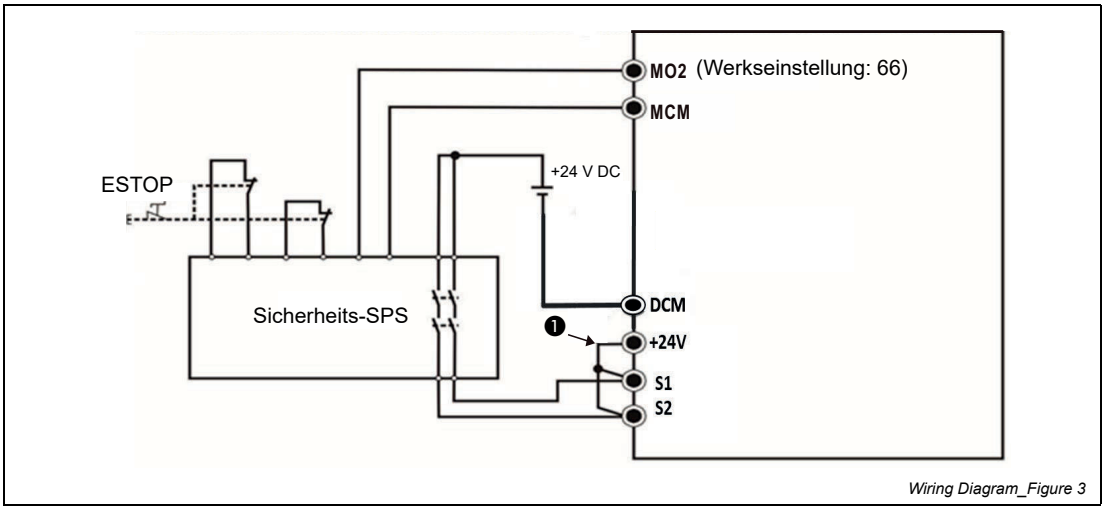

Abb. 12-3: Verdrahtung des Sicherheitskreis mit der Sicherheits-SPS
① Entfernen Sie die Kurzschlussbrücken zwischen +24V-S1-S2.
② Die Verdrahtung mit der Sicherheits-SPS ist in Abb. 12-3 dargestellt. Die Kontakte des NOT-HALT-Tasters (ESTOP) müssen im Normalzustand geschlossen sein, damit der Betrieb des Frequenzumrichters freigegeben ist und kein Fehler angezeigt wird.
③ Nach Betätigung des NOT-HALT-Tasters (ESTOP – Kontakte geöffnet), tritt der Zustand des sicher abgeschalteten Moments (STO-Modus) ein, woraufhin der Ausgang des Frequenzumrichters abschaltet und die Bedieneinheit STO anzeigt.